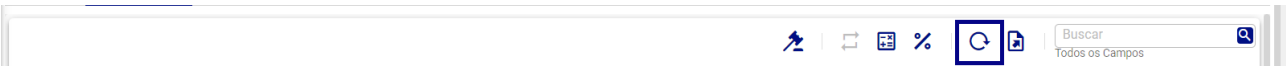

Figura 256: Atualizar
- **Atualizar (Figura 256):** Recarrega os dados exibidos na tela.